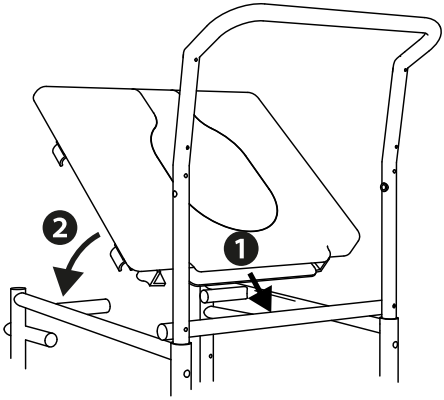

fig.7
2. Coja el asiento acolchado e insértelo en los agujeros de la barra transversal trasera del chasis (1, fig. 7).